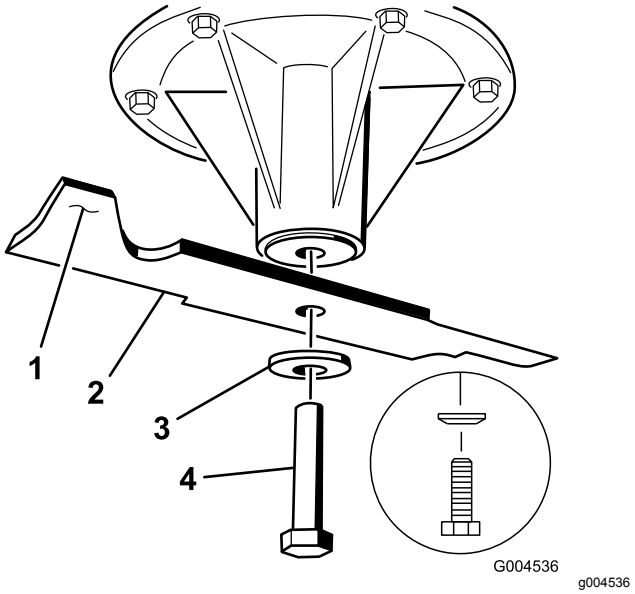

Figur 114
2. Fjern knivbolten, bueskiven og kniven fra spindelakselen (Figur 114).
1. Monter kniven på spindelakselen (Figur 114).
2. Monter bueskiven og knivbolten (Figur 114).